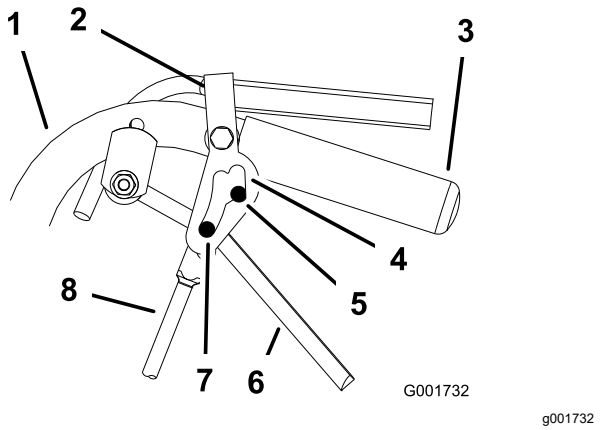

Figuur 37
5. Schakel de vergrendelde neutraalstand in en uit en controleer of de band niet draait (Figuur 37).